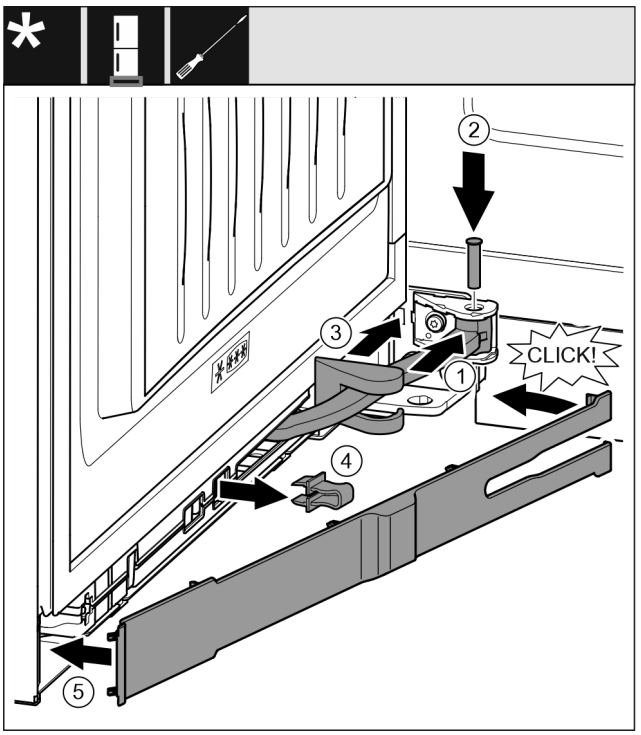

Fig. 43
- ▶ Pagrieziet šarnīru *Fig. 43 (1)* viru mehānismā.
- ▶ Ievietojiet tapu *Fig. 43 (2)* ar skrūvgriezi viru mehānismā un šarnīrā. Uzmaniet, lai fiksācijas izcilnis pareizi atrastos rievā.
- ▶ Bīdiet gultņa balsta pārsegu *Fig. 43 (3)* gar šarnīru un uzstādiet virs viru mehānisma.
- ▶ Noņemiet aizturi *Fig. 43 (4)*.
- ▶ Pielieciet aizsegu *Fig. 43 (5)* no roktura puses un pievirziet.